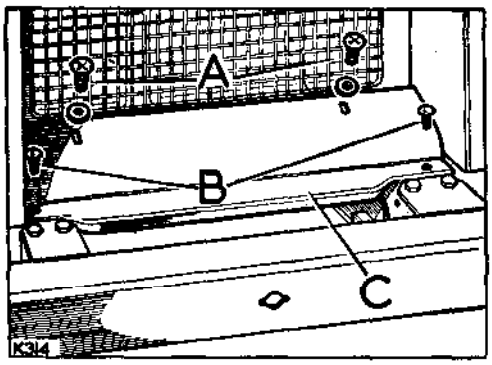

**Fig. A3-4. Apron panel fixings**
4. Refit the front apron panel. Fig. A3-4 refers.